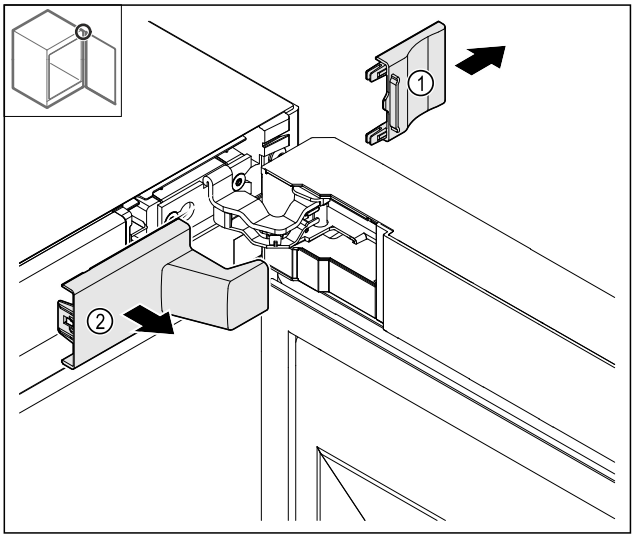

Fig. 14
▶ Îndepărtați capacul *Fig. 14 (1)* și apoi *Fig. 14 (2)*.